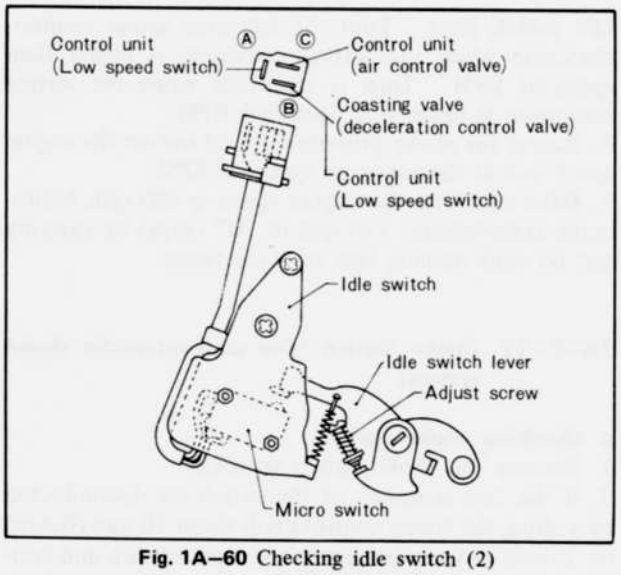

Fig. 1A–60 Checking idle switch (2)
2. If there is conduction between terminal Ⓐ and Ⓒ (Fig. 1A–60), and there is no conduction between terminal Ⓐ and Ⓑ when an external force is not applied to the idle switch lever (when the primary throttle valve is idle position) and if there is no conduction between terminal Ⓐ and Ⓒ, and there is conduction between terminal and when an external force is applied (when the primary throttle valve is open), the idle switch is normal.